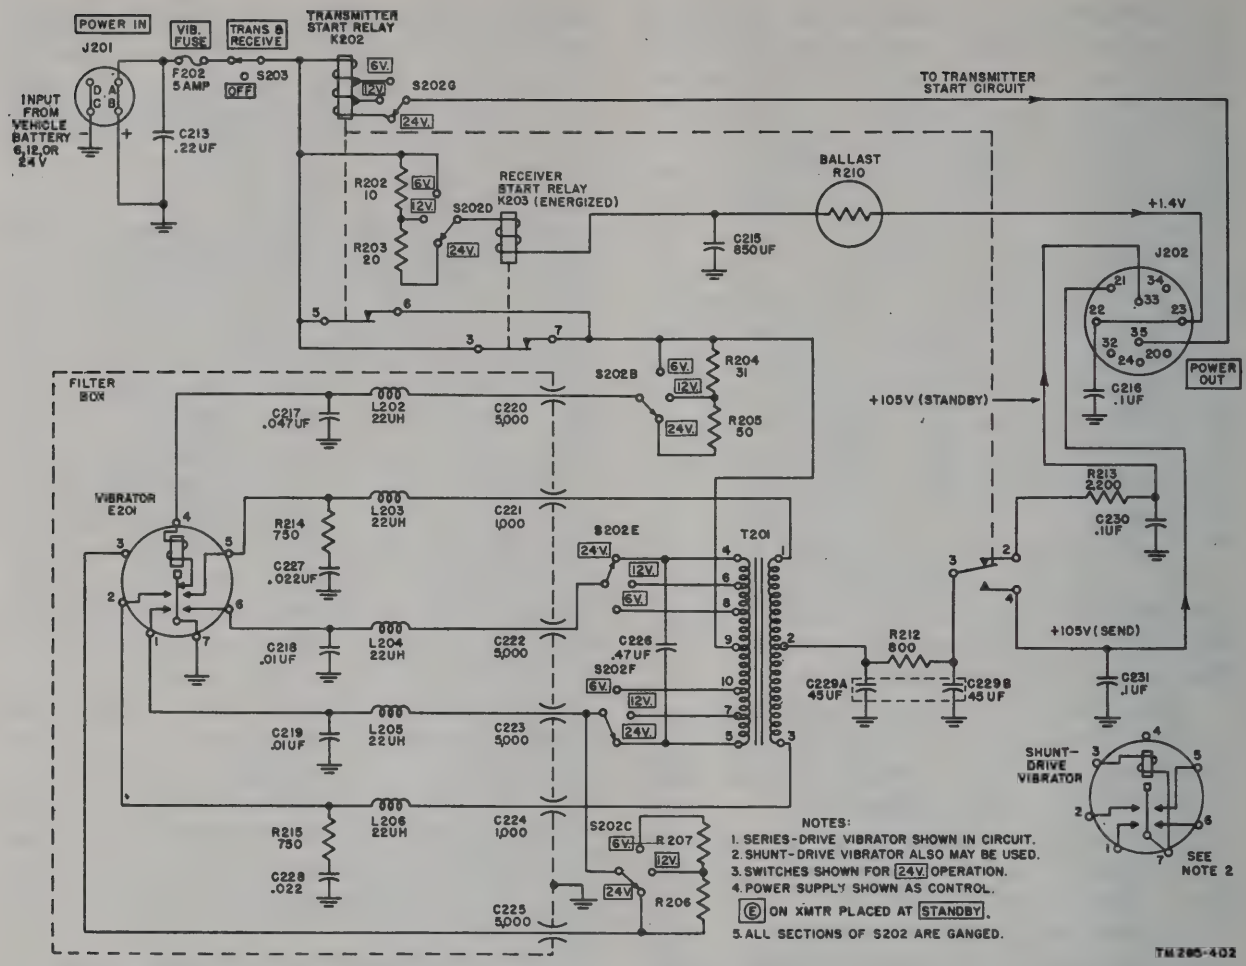

Figure 103. Dynamotor-Power Supply DY–88/GRC–9X vibrator and voltage selector switch S202, simplified schematic diagram.
148. Fuses and Switches of Dynamotor-Power Supply DY–88/GRC–9 (fig. 103)
149. Receiver Filament Supply of Dynamotor-Power Supply DY–88/GRC–9 (fig. 103)
150. Receiver Plate and Screen Supply of Dynamotor-Power Supply DY–88/GRC–9 (fig. 103)
a. Transmitter Start Relay. When control Ⓔ is turned to the SEND position, transmitter start relay K202 is energized and contacts 11 and 12 close to apply power to dynamotor start relay K201. Voltage selector switch S202G (fig. 103) permits the relay to operate from a 6-, 12-, or 24-volt battery.
(figs. 103 and 104)